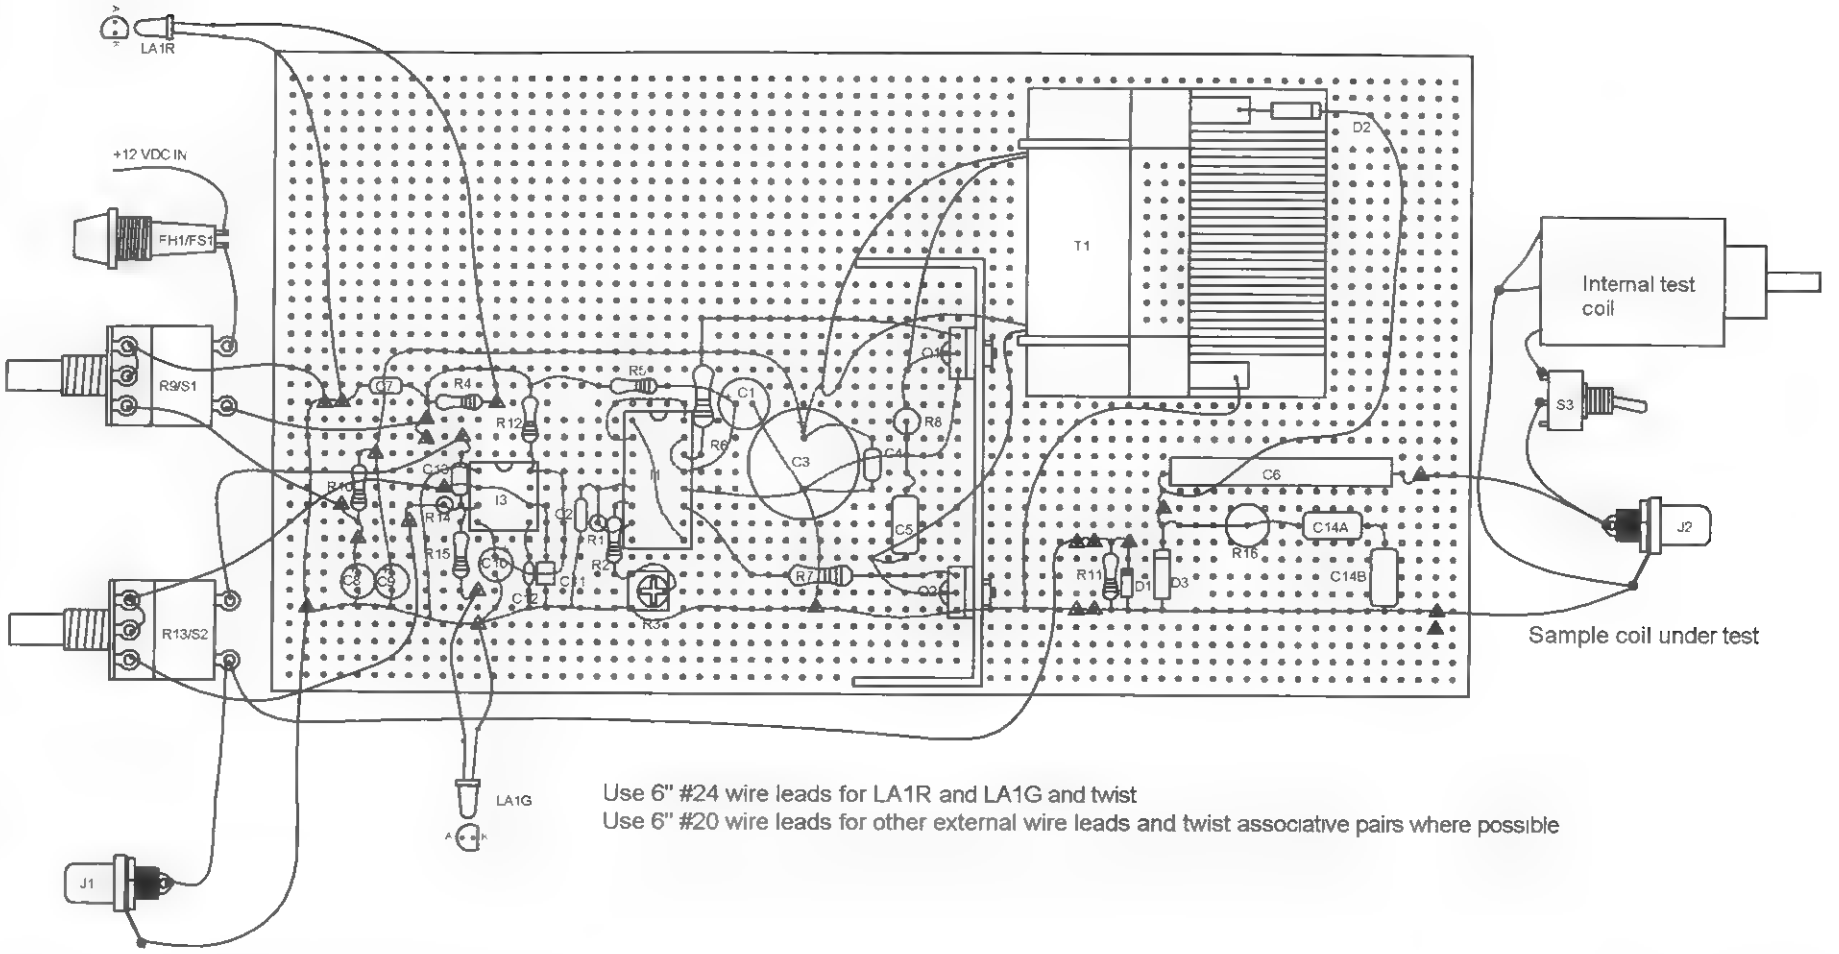

Figure 18-7 *External wiring to controls and input*
Note this view is intended to show the general layout and only indicates certain components. Use figures 18-7 and 18-8 for wiring of the specific parts as shown
7. Wire the external components as shown in Figure 18-7.